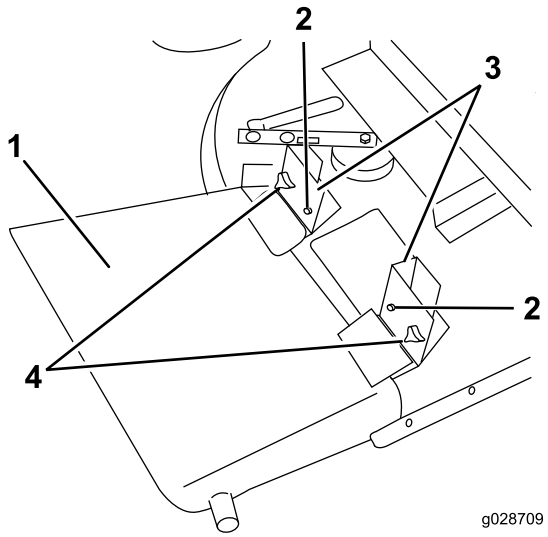

Figur 20
2. Skjut på gräsriktaren och tappfästena på justerskruvarna och fäst vid monteringsfästena med rattar och brickor (Figur 20).